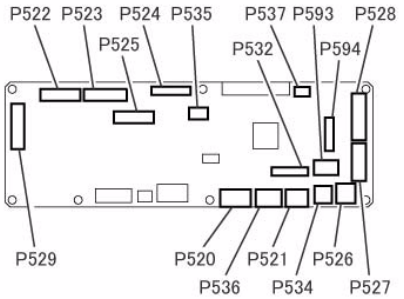

Figure 1 Disconnect the connectors
6. Disconnect the connectors (x17). (Figure 1)